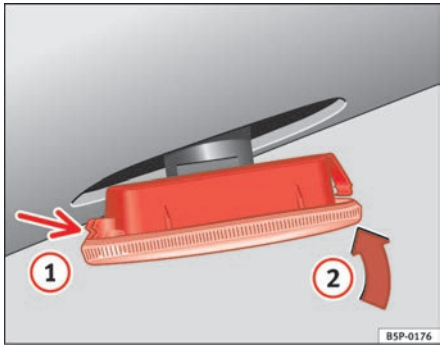

Fig. 218 Side indicator
– First place the indicator in the opening in the bodywork, fixing the tabs ⇒ fig. 218, arrow (1).
– Insert the bulb as shown by the arrow (2) ⇒ fig. 218. ■